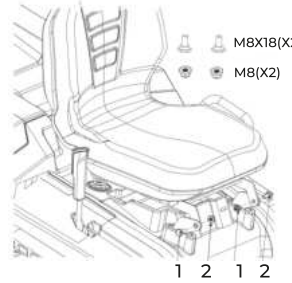

Рис. 4
6.3 Установка сиденья (рис. 4)
• Используйте болт (рис. 4, поз 1) и гайку (рис. 4, поз 2), чтобы зафиксировать сиденье на машине (используйте шестигранный ключ из комплектующих инструментов).